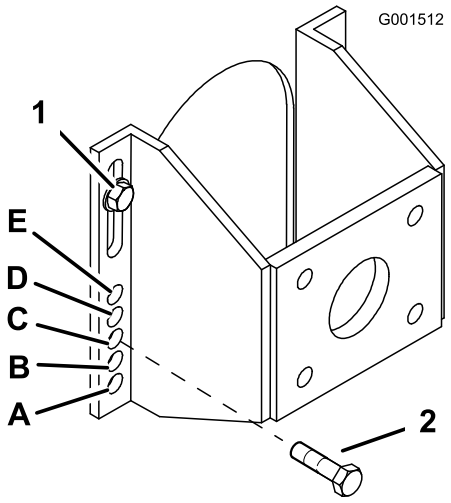

Figura 16
5. Desaperte, mas não retire, os 2 parafusos do eixo superiores (Figura 16).
6. Retire os 2 parafusos do eixo inferiores (Figura 16).
7. Levante ou baixe o suporte de montagem, de modo a que consiga colocar os 2 parafusos de ajuste do eixo no orifício pretendido (Figura 16). Pode ser utilizada uma marcação para ajudar a alinhar os orifícios.